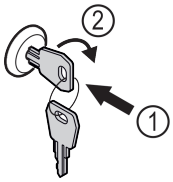

Fig. 157 Reprezentare exemplificatoare
▶ Introduceți cheia prin apăsare *Fig. 157 (1)*.
▶ Rotiți cheia cu 90° în sensul acelor de ceasornic *Fig. 157 (2)*.